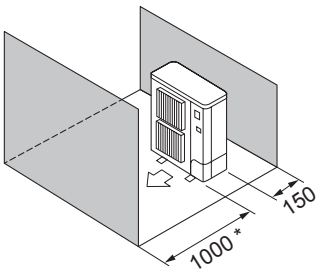

Fig. 2-11
⑤ Obstacles uniquement à l'avant et à l'arrière (Fig. 2-11)